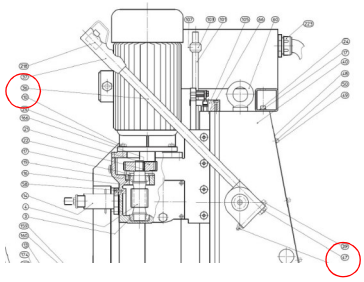

Abb. 11: Montage des Steuerhebels
Schritt 1: Den mitgelieferten Hebelarm [Abb. 11, 36] in die vorgesehene Aussparung am Gehäuse [Abb. 11] einsetzen und mit der Mutter [Abb. 11, 47] befestigen.